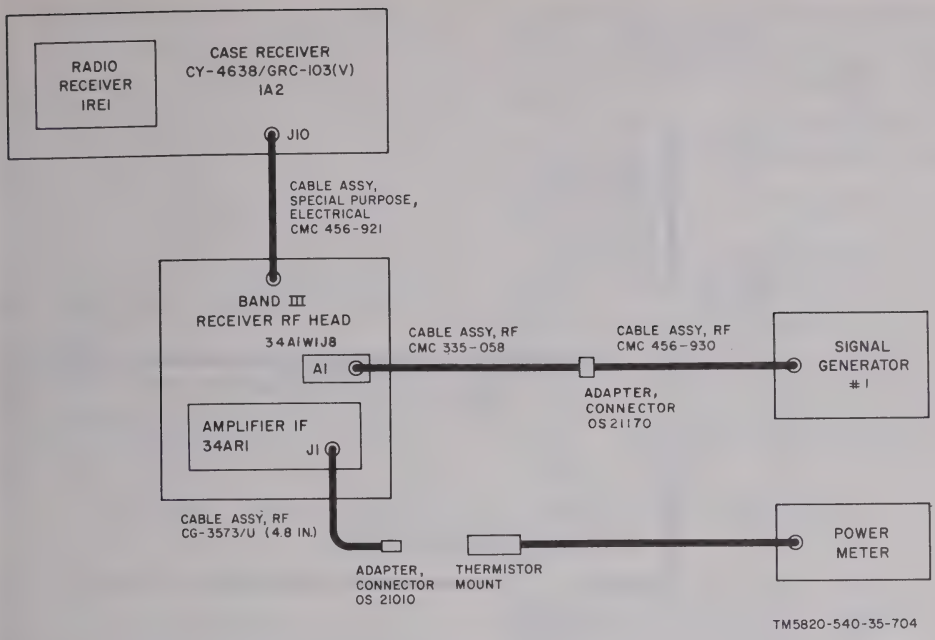

Figure 3-78. Intermediate frequency amplifier 34AR1 operational check, test setup.
(3) Connect the test equipment as shown i figure 3-78.
(4) Set the frequency of signal generator N 1 to 30 MHz at an output level of —55 dbm.
(5) Set the receiver AC POWER switch t ON. The power meter should indicate betwee —20 dbm and —5 dbm.
(6) Set the receiver AC POWER switch t OFF. If the indication obtained in (5) above i outside specified limits, replace intermediate fr quency amplifier 34AR1. Refer to paragrap 3-132 for replacement procedures.